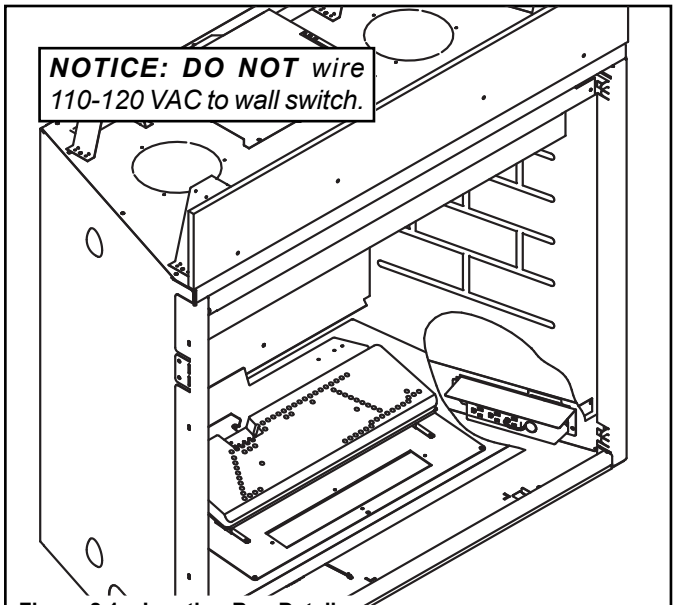
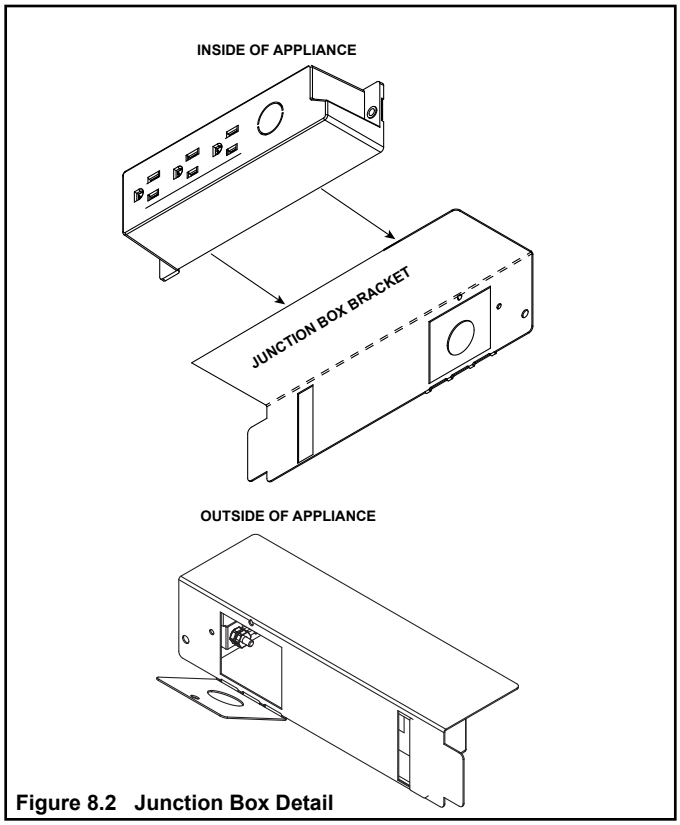

Figure 8.1 Junction Box Detail
Figure 8.2 Junction Box Detail
- Remove the screw attaching the junction box/receptacle to the outer shell, rotate the junction box inward to disengage it from the outer shell. See Figure 8.1 and Figure 8.2.
- Pull the electrical wires from outside the appliance through the opening into the valve compartment and secure wires with a Romex connector. See Figure 8.1.